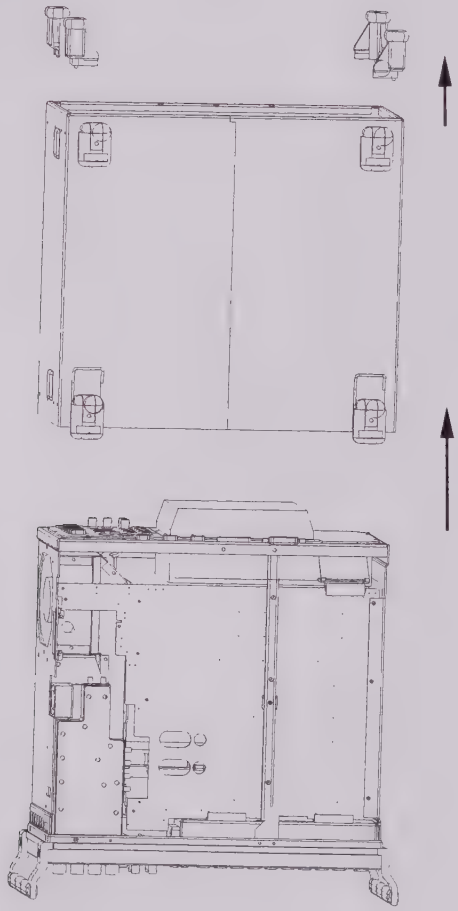

**Fig. 1**
1.3 Place unit on handles at the front, push casing upwards and remove (Fig. 1).